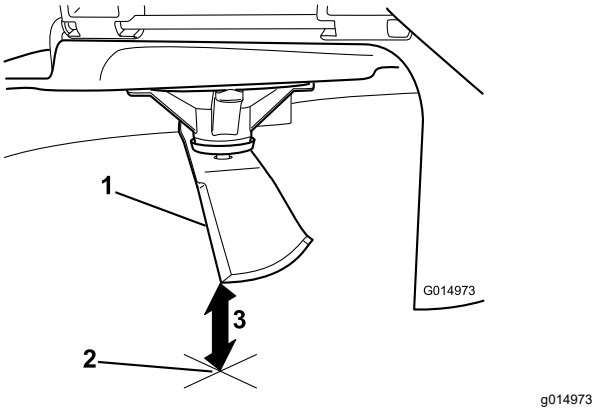

Rysunek 67
5. Zmierz odległość od końcówki ostrza do płaskiej powierzchni (Rysunek 67).